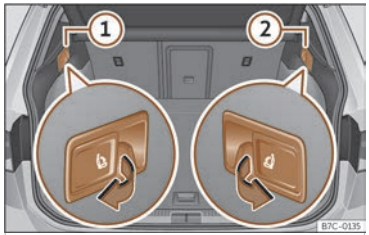

Abb. 76 Im Gepäckraum: Hebel zum Entriegeln der Rücksitzlehne.
- Ziehen Sie am Hebel zur Fernentriegelung auf der linken ››› **(Abb. 76)** ① oder rechten ② Seite der Rückenlehne in Pfeilrichtung. Der entriegelte Teil der Rücksitzbank klappt nun automatisch nach vorn um.